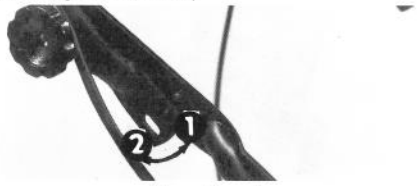

Afbeelding 4
3. Breng het bovenste deel van de stuurstang in de gewenste stand. Let erop, dat de stuurstang aan beide zijden in dezelfde stand staat afgesteld (Afb. 4).